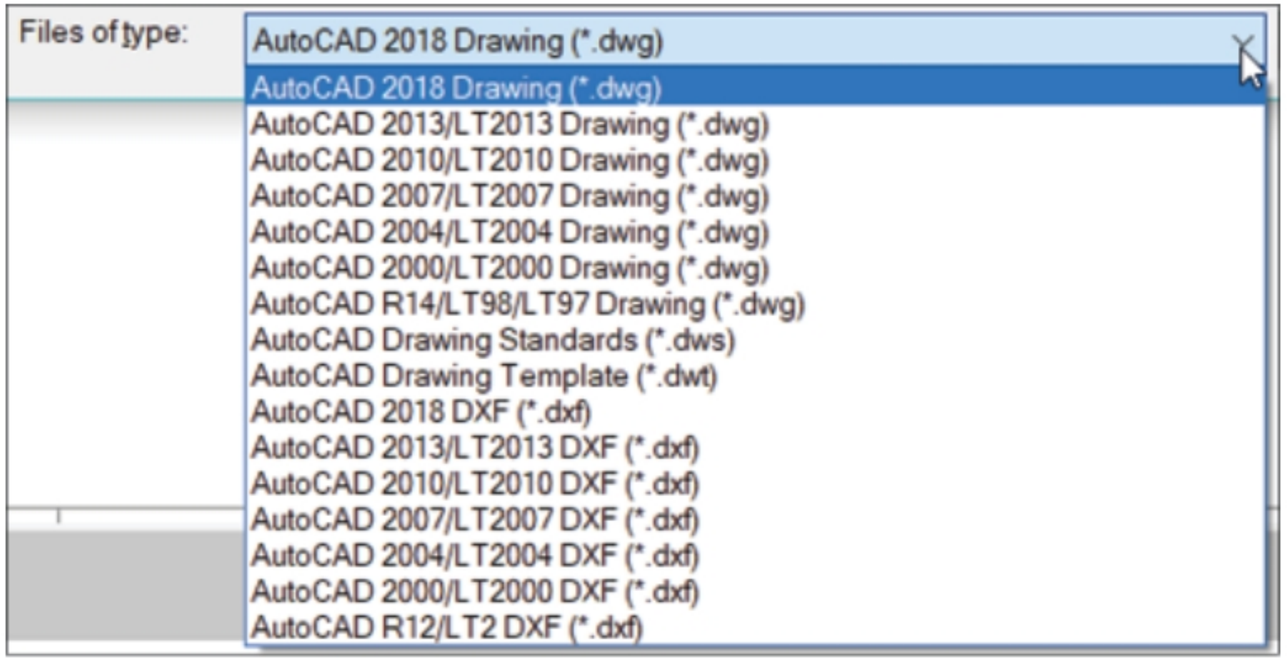

Figure-42. AutoCAD Electrical file formats
- Change the file name as desired and click in the **Files of type** drop-down to change the file format. On clicking at the **Files of type** drop-down, the list of formats is displayed as shown in Figure-42.